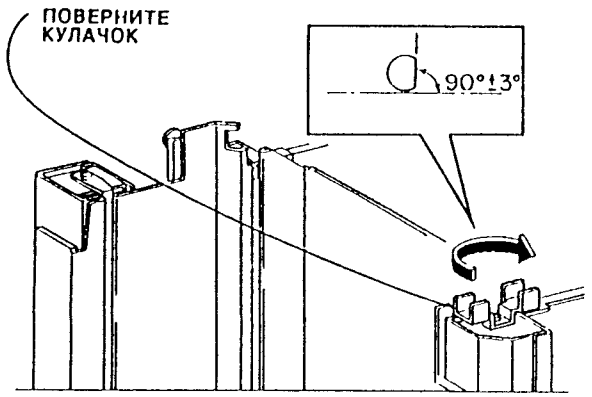

Рис. 11. Отрегулируйте положение кулачка
8. ...овите ...румен... ...ручн... ...овор... ...ния н... ...дний кулачок и отрегулируйте положение кулачка (Рис. 11).
ПРИМЕЧАНИЕ: Когда ремень перепрыгивает зубец на шкиве привода кулачка, то ощущается щелчок (Рис. 11).